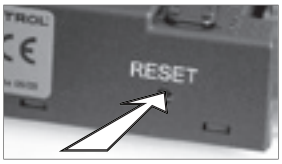

Figura 16
- Mantenga pulsado el botón de reinicio del receptor (véase la Figura 16) hasta que escuche dos (2) pitidos. El primer pitido es corto y el segundo pitido es largo. Después del segundo pitido, suelte el botón de reinicio.